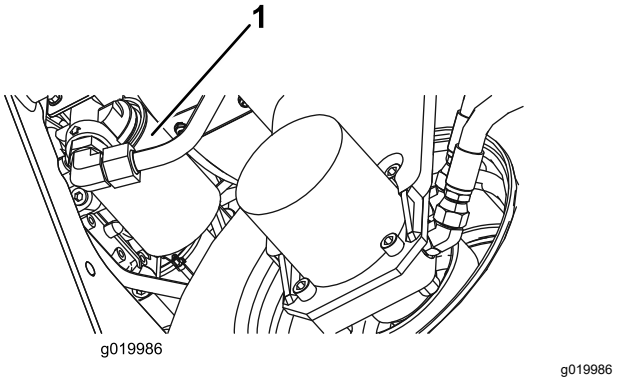

Figuur 76
2. Reinig de omgeving van de plaats waar het filter wordt gemonteerd. Plaats een opvangbak onder het filter (Figuur 76) en verwijder het filter.